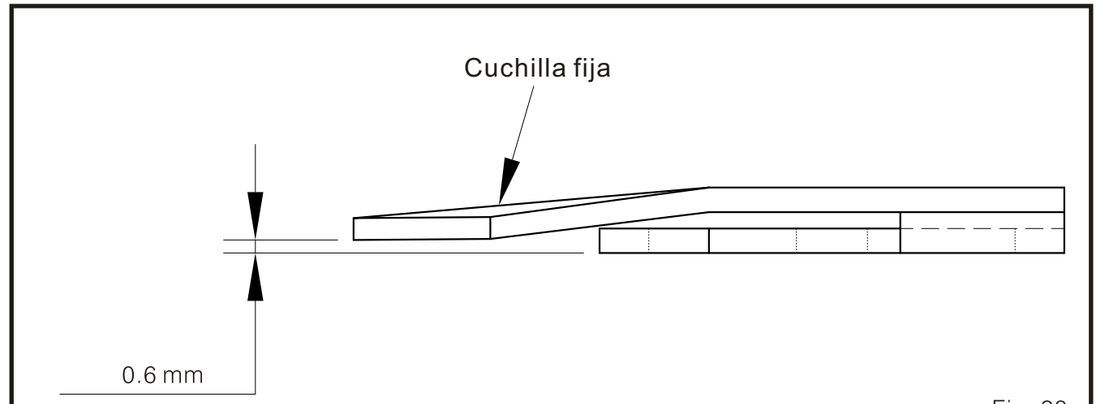

Fig. 28
2. La punta de la cuchilla fija esta a 0.6 mm por encima de la superficie de ensamblado. El ángulo de ensamblado de la punta de la cuchilla fija afectara su filo. (Fig. 28)